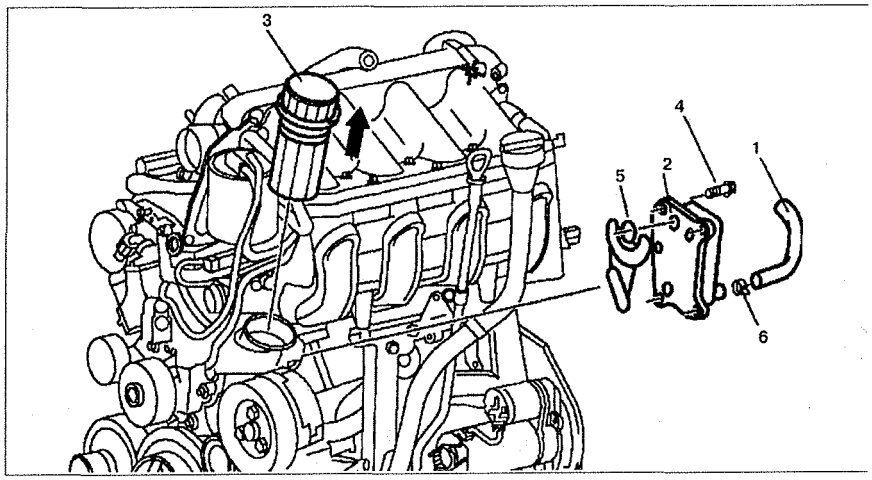

Рис. 5.41. Масляный радиатор:
1. Снимите корпус масляного фильтра **3** (см.рис.5.41).